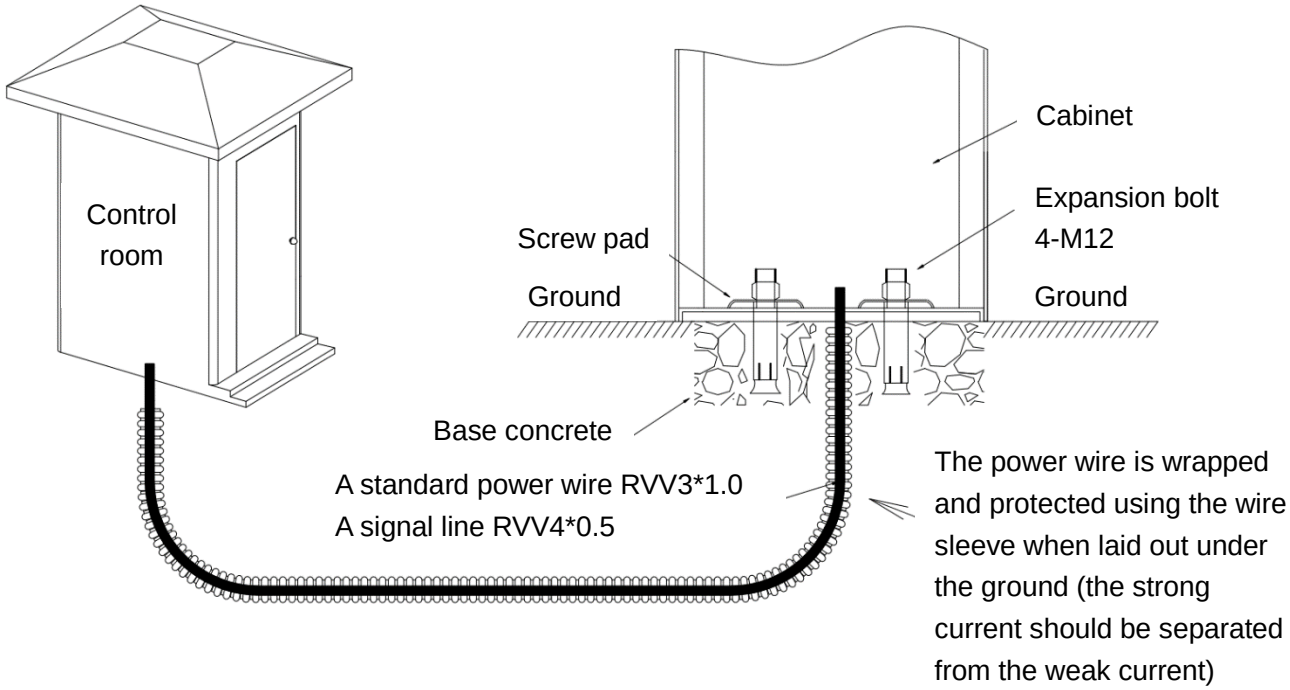

Figure 2-2 Cable embedding
3) Use a tool to open a cable tray on the ground, see figure 2-2.